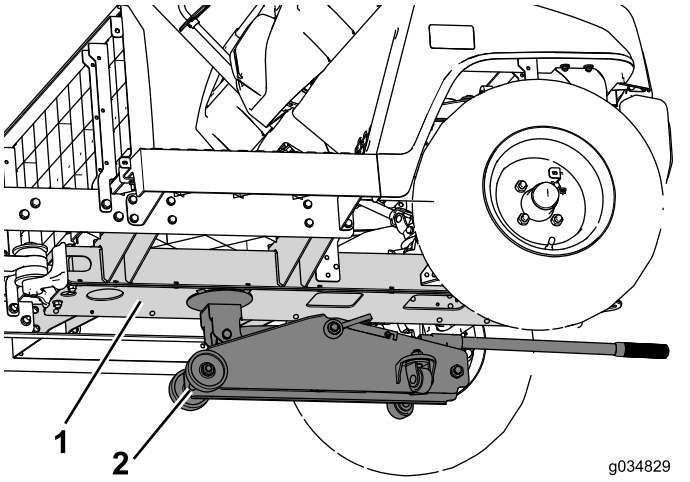

Bild 15
1. Stützen Sie die Vorderseite der Maschine mit einem Achsständer unter dem mittleren Kanal ab (Bild 15).